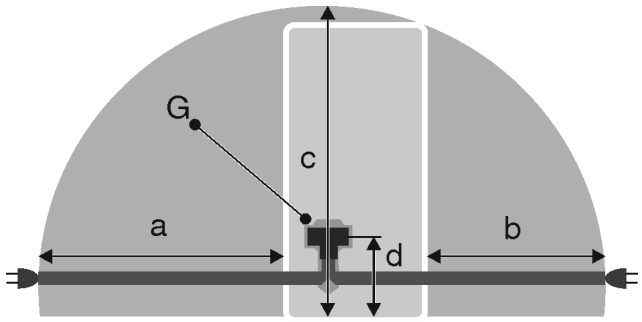

*Fig. 20 **
- The socket is not located behind the appliance but in areas a or b *Fig. 20 (a, b, c)*.
▶ Insert the appliance plug *Fig. 20 (G)* into the back of the appliance. Ensure that they latch into place.